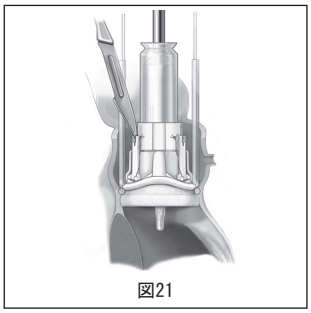

図21
16. 外科用メスを使用して弁のホルダーの固定糸を切断します（図21）。